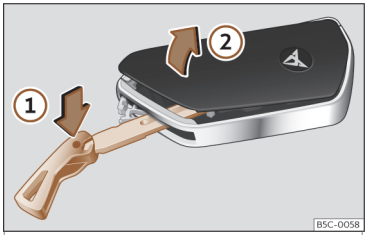

Fig. 77 Chiave del veicolo: aprire il coperchio del vano batteria.
- Introdurre lo spadino nella fessura ››› fig. 77, premendolo in direzione della freccia ① e sollevare il coperchio facendo leva ②.